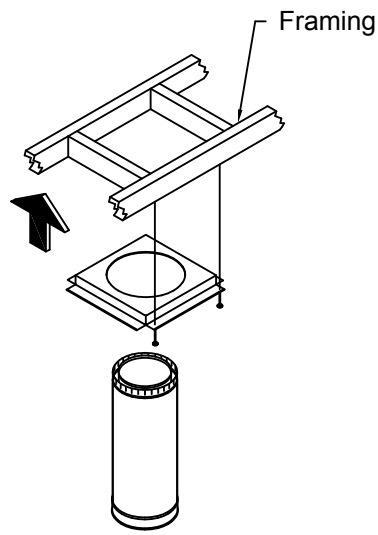

Figure 4.2
- The firestop is installed on the underside of the ceiling/floor framing (Figure 4.2).